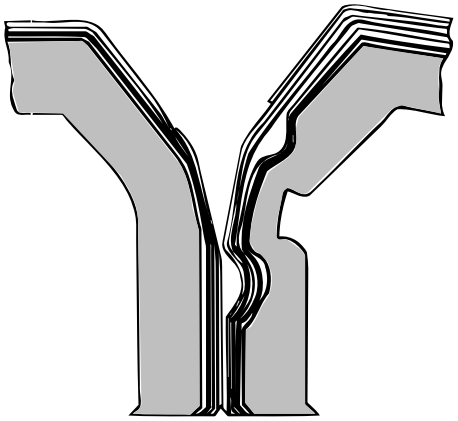

fig.2
- there is **no** rupture (fig.2). This may be caused by too low a sealing power.